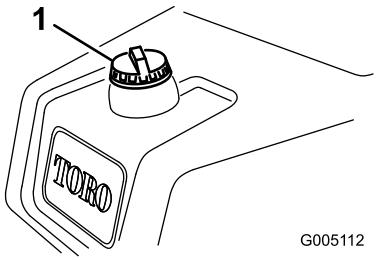

Figur 29
1. Rengør området omkring brændstofdækslet, og afmonter det (Figur 29).